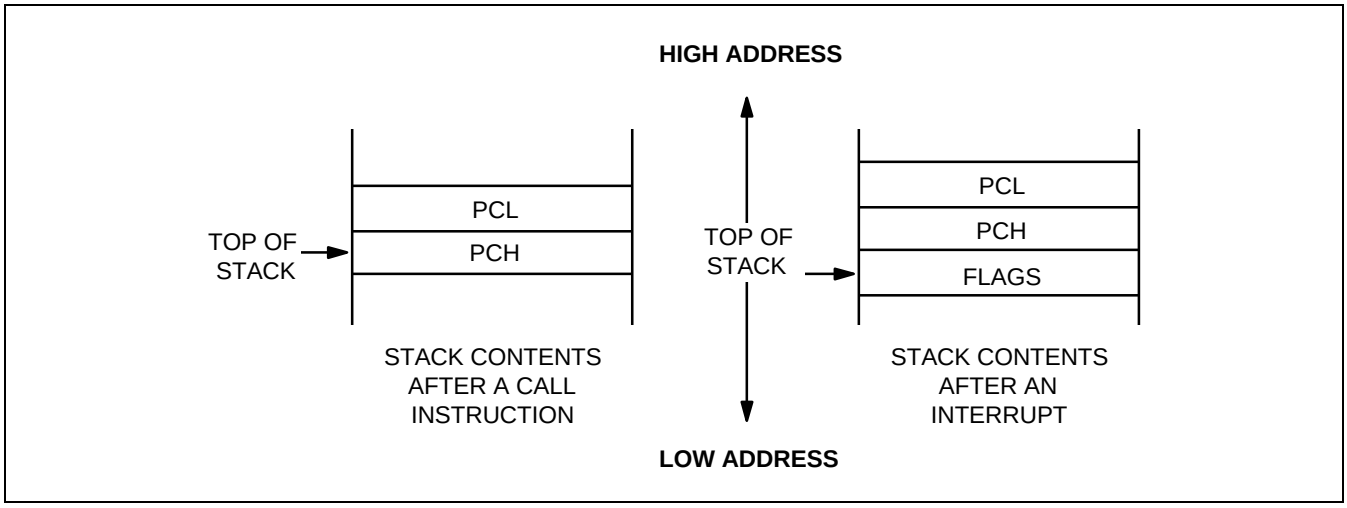

Figure 2-15. Stack Operations
Return addresses for procedure calls and interrupts and data are stored on the stack. The contents of the PC are saved to stack by a CALL instruction and restored by the RET instruction. When an interrupt occurs, the contents of the PC and the FLAGS register are pushed to the stack. The IRET instruction then pops these values back to their original locations. The stack address is always decremented *before* a push operation and incremented *after* a pop operation. The stack pointer (SP) always points to the stack frame stored on the top of the stack, as shown in Figure 2-15.